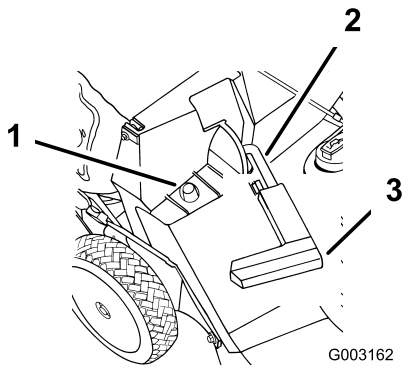

Bild 22
2. Stellen Sie sicher, dass der Griff an der Auswurfkanalklappe ganz nach vorne gestellt und dass der Stift im Riegel eingerastet ist (Bild 22).
3. Schieben Sie das Loch im Korbrahmen auf den Haltepfosten am Auswurfkanal (Bild 22).
2. Heben Sie den Griff der Auswurfkanalklappe an und ziehen ihn nach vorne, bis der Stift in den Riegel einrastet (Bild 22).